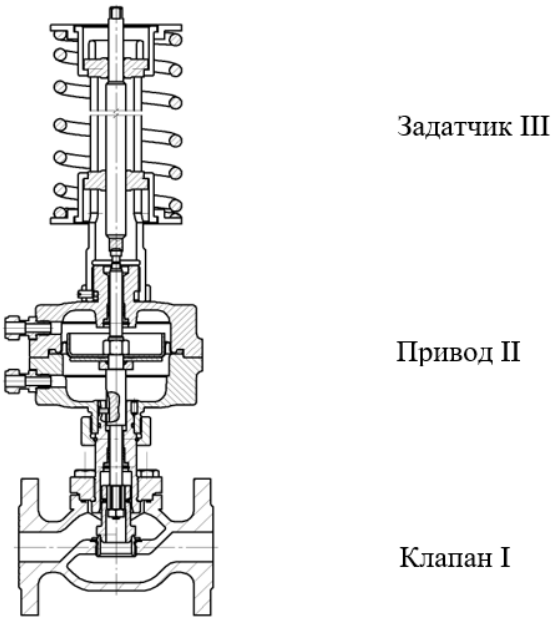

Рис. 1
2.1. Основные технические данные и характеристики регулятора приведены в таблицах 1, 2, 3 и рис. 1, 2.